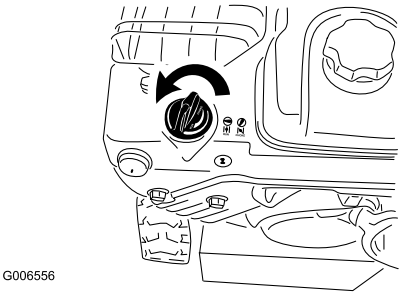

Figur 22
5. Drej chokeren til chokerpositionen (Figur 22).